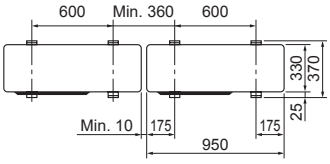

Abb. 3-1
- Die Anlage immer auf fester, ebener Oberfläche aufstellen, um Rattergeräusche beim Betrieb zu vermeiden. (Abb. 3-1)